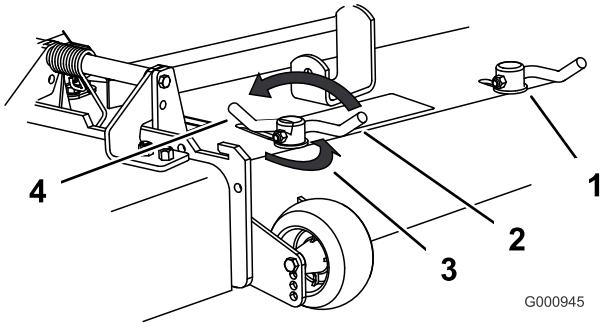

Figur 20
3. Sving spaken opp for å løsne kamlåsen for å justere kamlokkene (Figur 20).
5. Sving spaken tilbake over for å stramme til skjermen og kamlåsene (Figur 20).